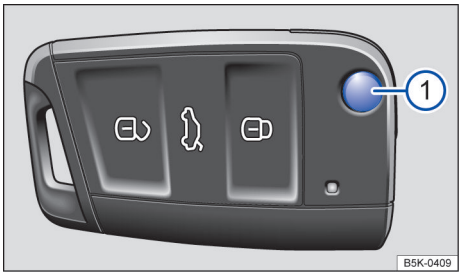

图 18 遥控钥匙
按压按钮⇒图 18① 即可解锁并翻开钥匙头。
如短时间内反复按压轿车钥匙上的按钮⇒图 18 或中央门锁某个按钮⇒第 50 页，则中央门锁系统将暂时关闭，防止系统过载。此时轿车解锁，必要时闭锁轿车。 ◁